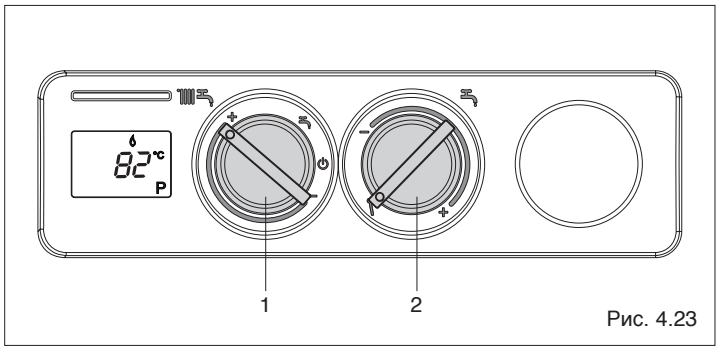

Рис. 4.23
- переведите переключатель режимов работы (2, Рис. 4.23) на символ
- переведите регулятор температуры воды в системе отопления (1, Рис. 4.23) на максимум (конец шкалы **+**)
- установите переключатели (1 е 2, Рис. 4.23) обратно в те положения, которые соответствуют уставкам температуры в контурах отопления и ГВС.